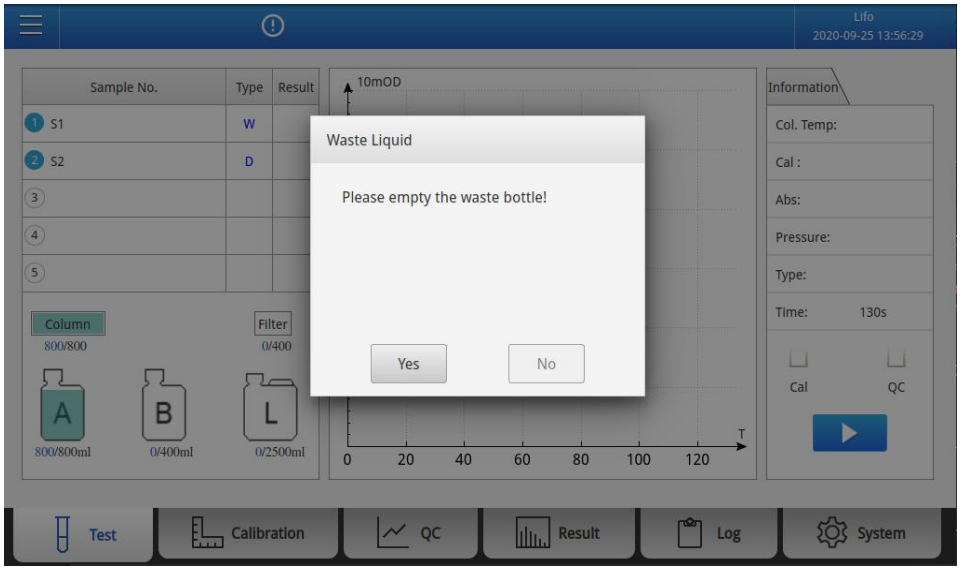

Fig. 5-23 After click "Yes"button
3)According to the operating instrutions, loosen evacuation valve,then click “**Yes**” button.The **Fig. 5-23** is displayed.